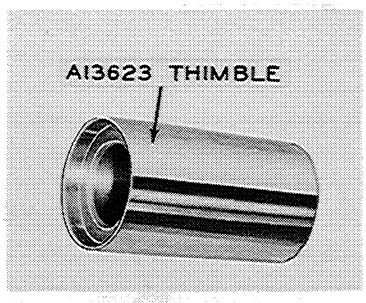
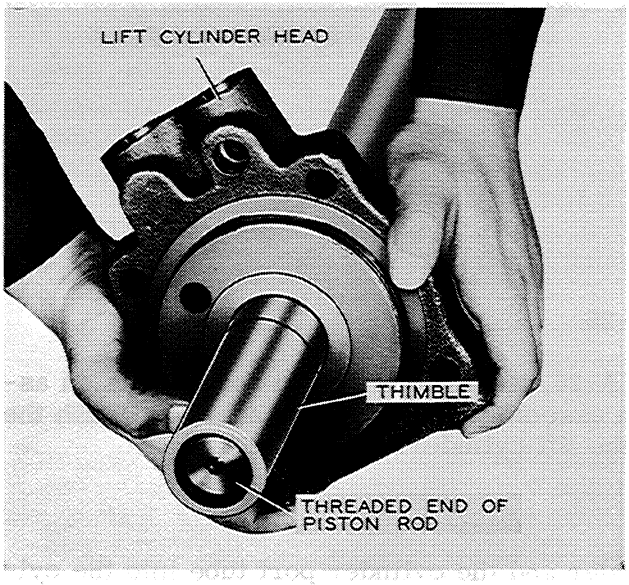

Figure A-23
Figure A-24
2. Place the A-13624 thimble, Figure A-23 over the threaded end of the piston rod. The A-13624 thimble prevents the threads on the piston rod from damaging or turning over the lip of the wiper when slipping the piston rod through the lift cylinder head, Figure A-24.